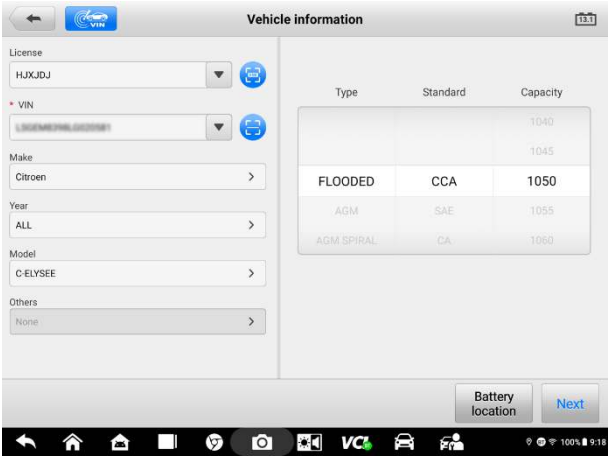

Figure 11-4 ***Vehicle Information Screen***
1. Tap **Next** on the Vehicle Information screen (Figure 11-4). Follow the on-screen instructions. Check the boxes once all required tasks are completed, and tap **Start Testing**.